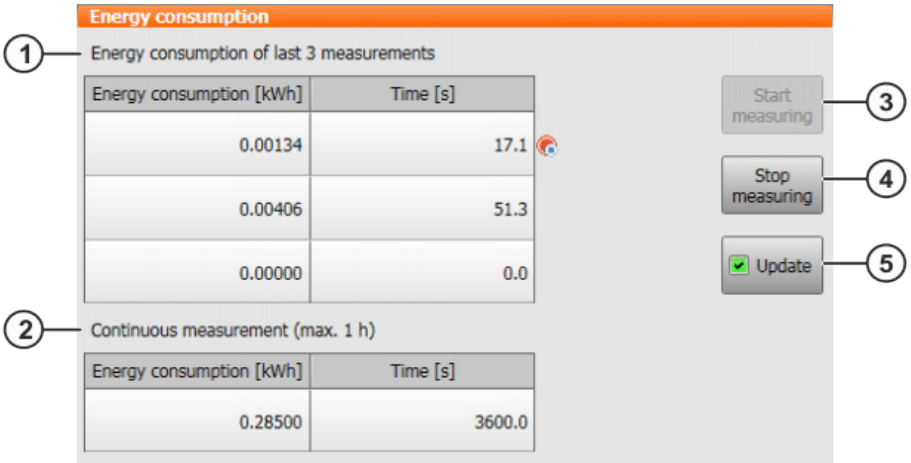

Fig. 4-46: “Energy consumption” window
- Via the smartHMI: In the window **Energy consumption** (>>> *Fig. 4-46*) starting and stopping measurements